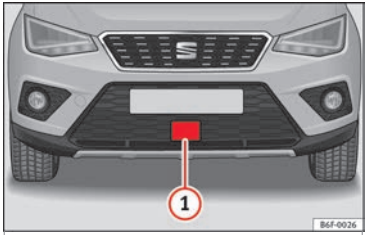

Fig. 195 On the front bumper: radar sensor.
With the vehicle stationary, switch off the engine and start it up again. Check the radar sensor visually ››› **Fig. 195** (for dirt, ice or knocks). If it is still unavailable, refer to a specialised workshop to have the system inspected.
A radar sensor is installed on the front bumper to determine the traffic situation ››› **Fig. 195** (1).
This message will be displayed to the driver if the radar sensor's vision is impaired due, for example, to leaves, snow, heavy fog or dirt. Clean the sensor ››› Fig. 195.